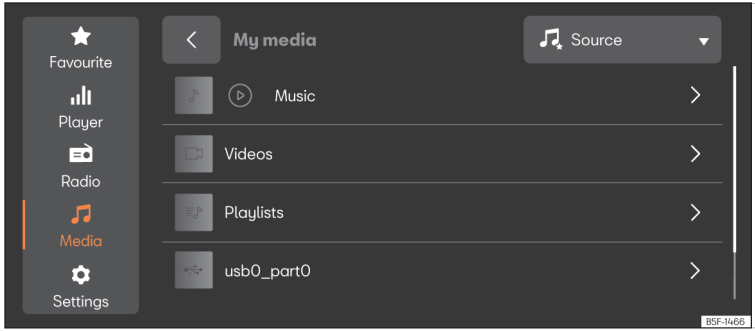

**Fig. 171** Schematic representation: Media view
- Press **HOME** > ⊙ > ♫ ››› Fig. 171.